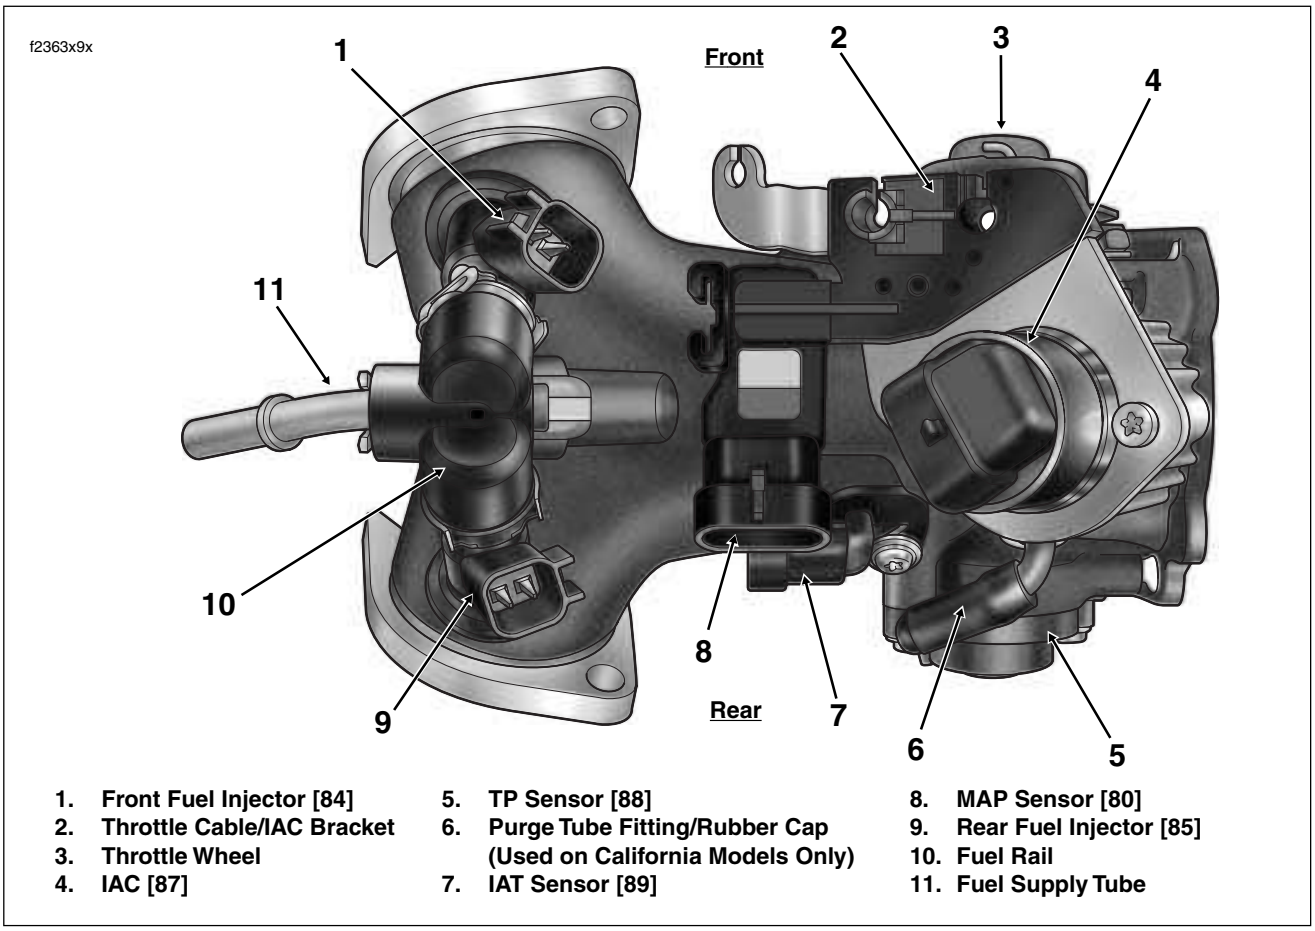

Figure 9-23. Induction Module Assembly
3. Pull purge tube from fitting at top of induction module (California models only). See Figure 9-23.
2. Orientate the induction module as shown in Figure 9-23. With the counterbore facing outward, slide cylinder head flange adapters onto outlet ports of induction module. The flange adapters are not interchangeable. Look next to the slotted bolt hole for a stamp that indicates F(ront) and R(ear) cylinder.
On non-California models, inspect rubber cap for tears, cracks or signs of deterioration. Replace cap if damaged or missing. Figure 9-23. Operation without cap can result in engine damage.
4. Remove T20 TORX screw (with captive washer) to release IAT sensor from induction module. Discard screw. See Figure 9-23.
2. Insert sensor into induction module with electrical connector facing toward the left side of the motorcycle. See Figure 9-23.
4. Remove two T20 TORX screws (with captive washers) to release TP sensor from induction module. Discard screws. See Figure 9-23.
3. Install two **new** T20 TORX screws (with captive washers) to fasten TP sensor to induction module. Alternately tighten screws to 15-20 **in-lbs** (1.7-2.3 Nm). See Figure 9-23.